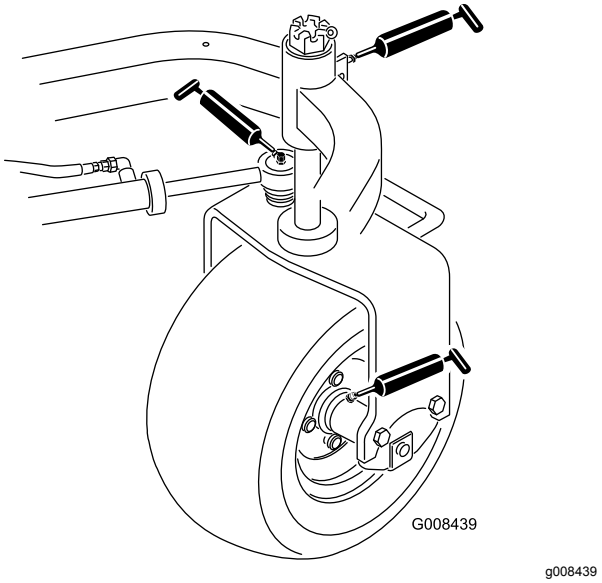

Figur 29
- Bakre hjulnav (1) (Figur 29)
- Svänghjulslager (1) (Figur 29)
- Styrcylinder (2) (Figur 29)